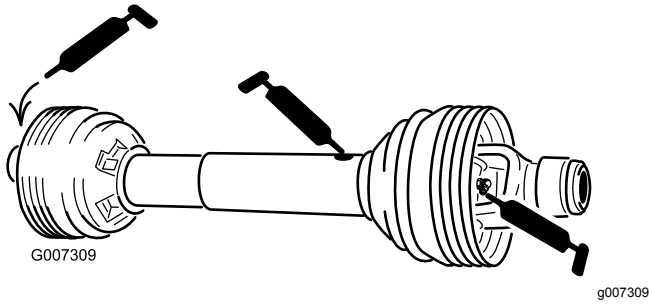

**Figur 45**
Kraftuttagsaxel (3) (Figur 45)